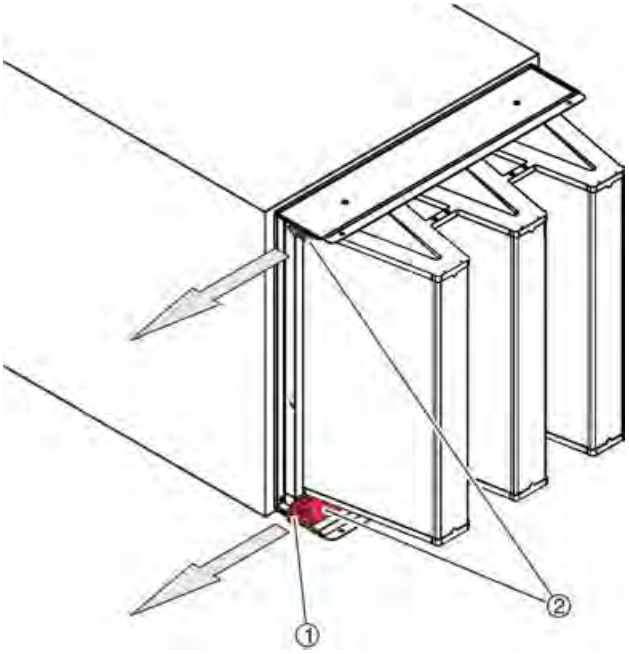

Fig. 24: Frigørning af klemskinnerne
4. ▸ Brug specialnøglen (Fig. 24 / 1) til at trække klemskinnerne (Fig. 24 / 2) ud, så langt de går.